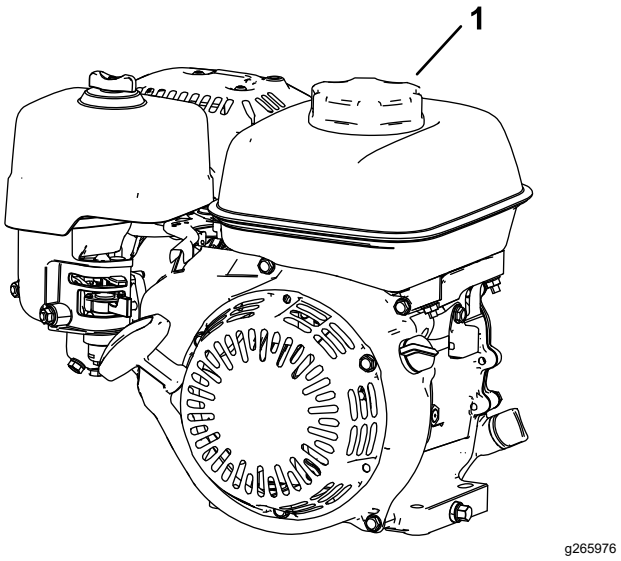

Figure 14
1. Nettoyez la surface autour du bouchon du réservoir de carburant et enlevez le bouchon (Figure 14). Remplissez le réservoir de carburant jusqu'à la base de l'ouverture du goulot; voir le *Manuel du propriétaire* du moteur.